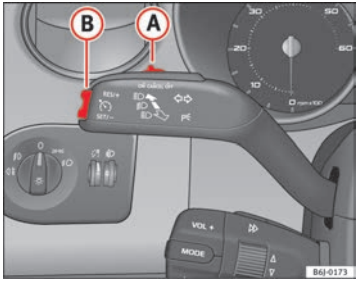

Fig. 103 Turn signal and main beam headlight lever: switch and rocker switch for the cruise control
– Move the control ⇒ fig. 103 (A) to the left to **ON**.